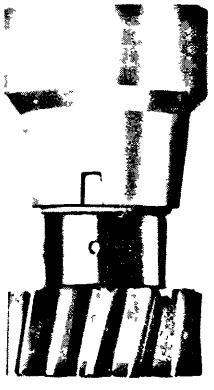

Fig. 5–13 Aligning tally mark
1. Turn the eccentric shaft until the TDC mark on the drive pulley aligns with the indicator pin on the front cover. (See Fig. 5–5)
2. Align the tally mark on the distributor housing and driven gear as shown in Fig. 5–13.